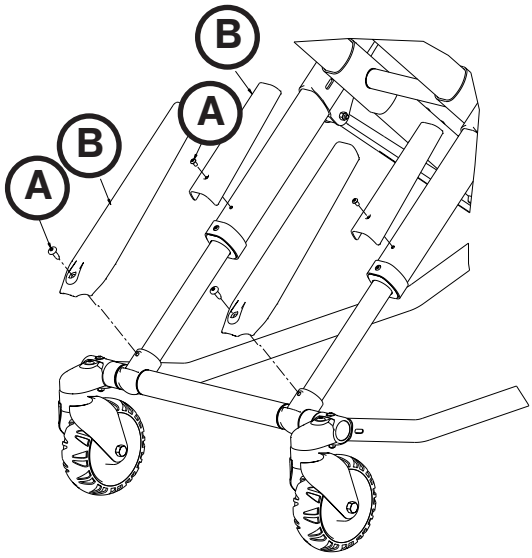

Figure 79
2. En utilisant un tournevis Torx T27, retirer la vis à tête bombée large (A) qui fixe la protection de châssis en X (B) au tube interne (cf. Figure 79)
4. Retirer les protections du châssis en X du tube externe, les mettre de côté pour les réutiliser sur le nouveau tube externe (cf. Figure 79 à la page 2-72).